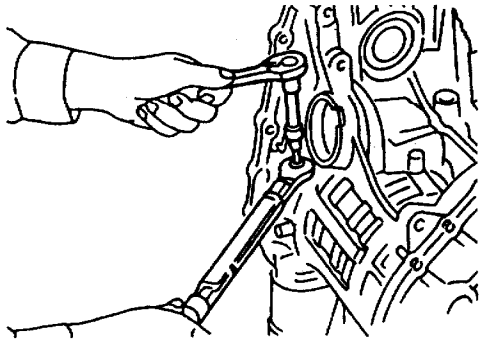

图 9－7－64　拧紧锁紧螺母
(11) 如图 9－7－65 所示，在变速器壳的油孔上加压缩空气，检查制动带的动作是否正常。